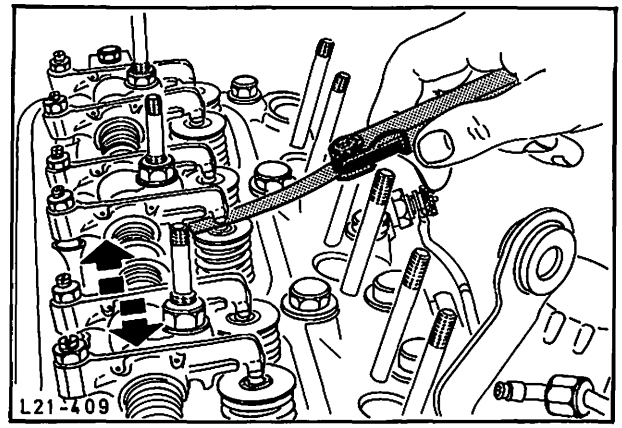

Abb. 113 Ventilspiel einstellen
15. Ventilspiel einstellen, Abb. 113 (siehe Arb.-Pos. 21 213), dabei Motor immer nur in Drehrichtung weiterdrehen.